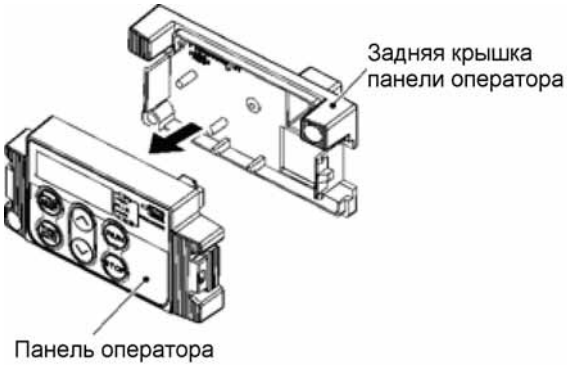

Рисунок 2.27 Установка задней крышки панели для работы на расстоянии
③ Сделайте вырез на дверце. Для подробностей обратитесь к главе 8 раздел 8.4.2 "Панель оператора”.
④ При установке панели на дверце, прочно закрепите ее двумя болтами M3 через отверстия, обозначенные на рисунке (Рисунок 2.27).